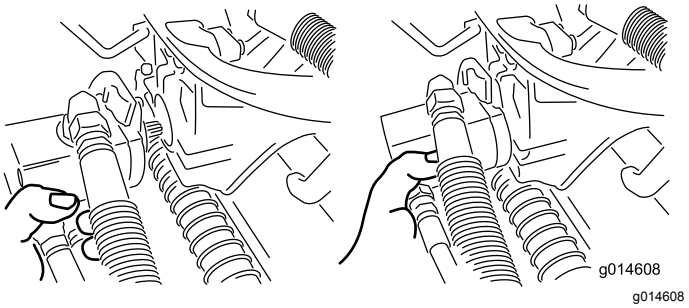

Figur 46
3. Flytta motorn till förvaringsutrymmet framför upphängningsarmen (Figur 46).